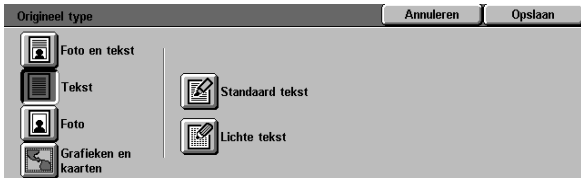

Figuur 7: Detailscherm Tekst
2. Het pictogram **Tekst** aanraken om het detailscherm Tekst te tonen (zie figuur 7).